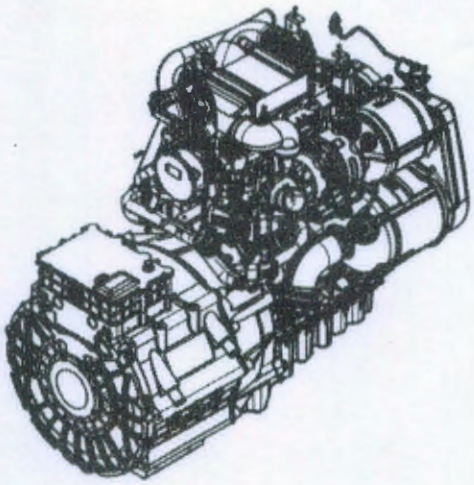
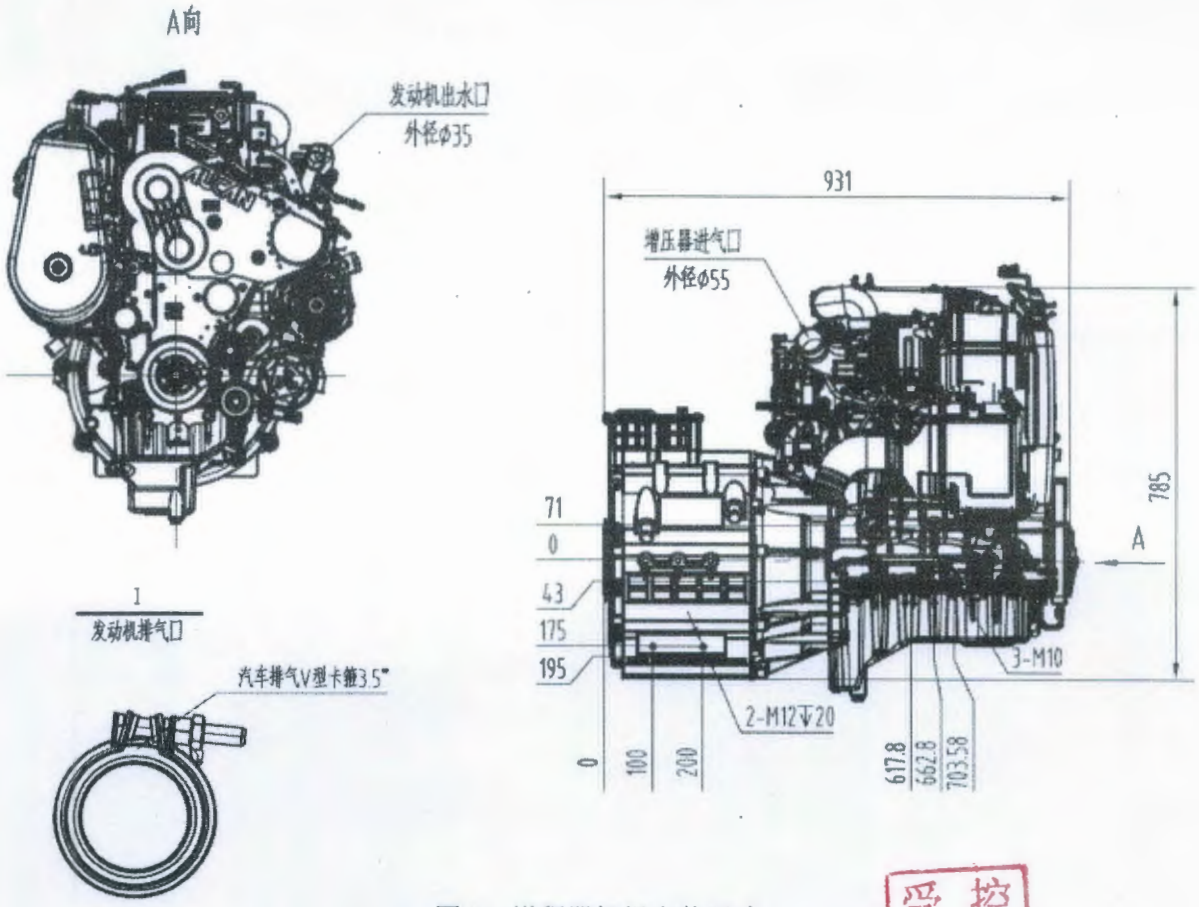
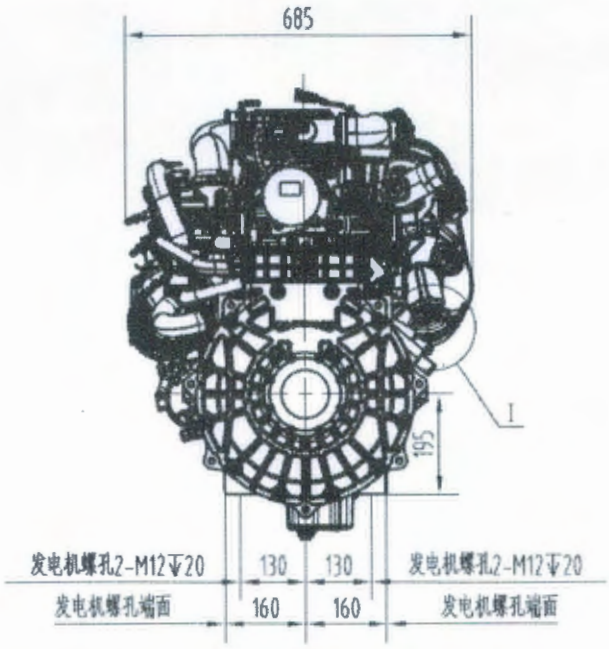

图 1：增程器外形图
图 2：增程器机组安装尺寸
图 4：增程器机组安装尺寸
4.1.3 85kW-4F20TC 增程器机组外形见图 1，安装尺寸详见图 2-图 4。